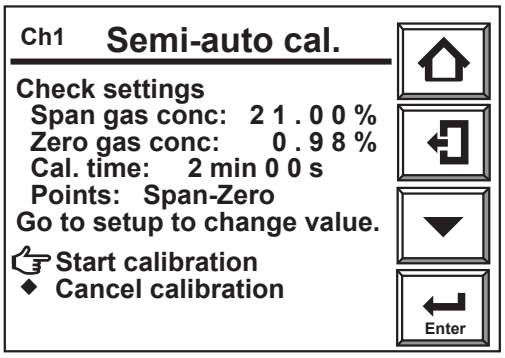

Figure 9.9 Semi-Auto Calibration Start
3) Select the channel to be calibrated. The [Semi-auto cal.] display, Figure 9.9, is displayed.